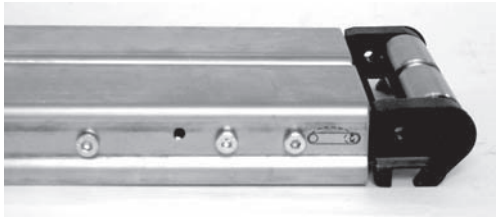

Figure 5
2. Compress tension end (Figure 5). Refer to steps 6 and 7 under the "Belt Removal for Conveyor Without Gearmotor Mounting Package or Stands" on page 11.